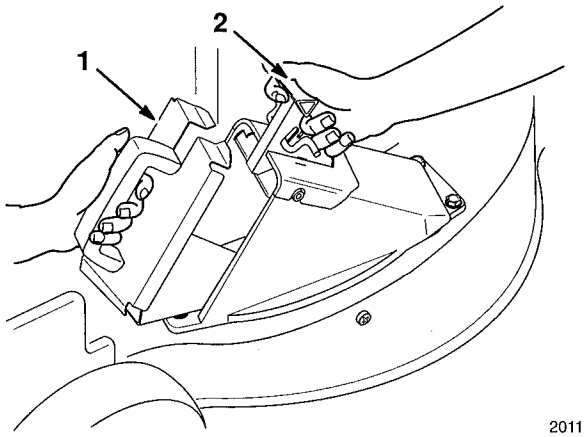

Figure 2
1. Make sure engine is turned off. Open discharge door by moving handle rearward (Fig. 2). Hold the discharge door fully open while inserting the plug.